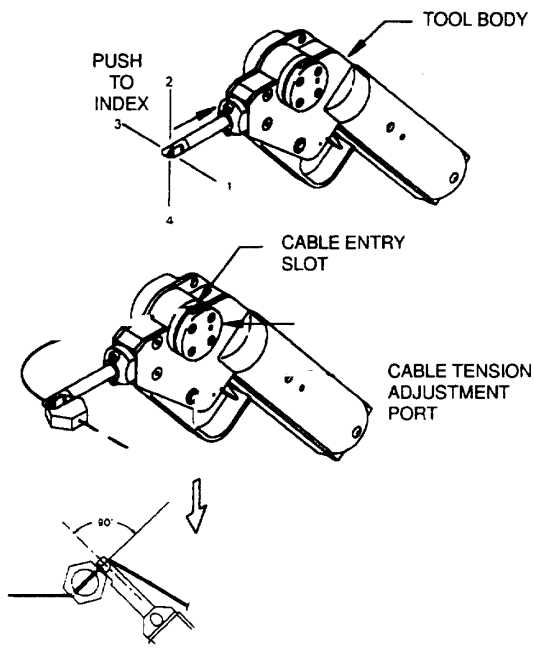

Figure 2-99. Pneumatic Safety Cable Application Tool
c. *The Pneumatic Safety Cable Application Tool.* (See figure 2-99). Connect the pneumatic safety cable tool to a clean, dry air supply of 80 to 100 psi.
(1) Install the safety cable through the fasteners which are to be secured.
(2) The nose can be indexed to four positions in 900 increments. To select the position, push the nose in towards the tool and rotate to the desired position. Release the nose. If the nose does not lock into the indexed position, turn it slightly until it snaps into position and locks.